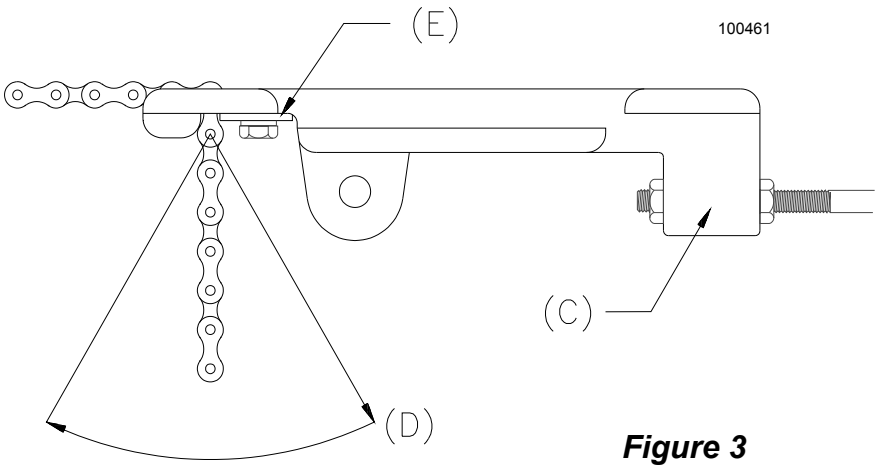

Figure 3
3) Referring to Figure 1 , 2 and 3 (below) , slide the trolley onto the track with the chain take up bolt lug (C) toward the power head. Thread one 3/8-16 keps nut (attached star washer) onto the Chain take up bolt with the keps part (attached star washer) away from the chain attachment end. Insert the chain take up bolt threaded end through the lug hole on the trolley (C) just far enough to start a second 3/8-16 keps nut. Attach one end of the chain to the opposite end of the threaded stud using a 3-piece chain link (provided). See Figure 3.